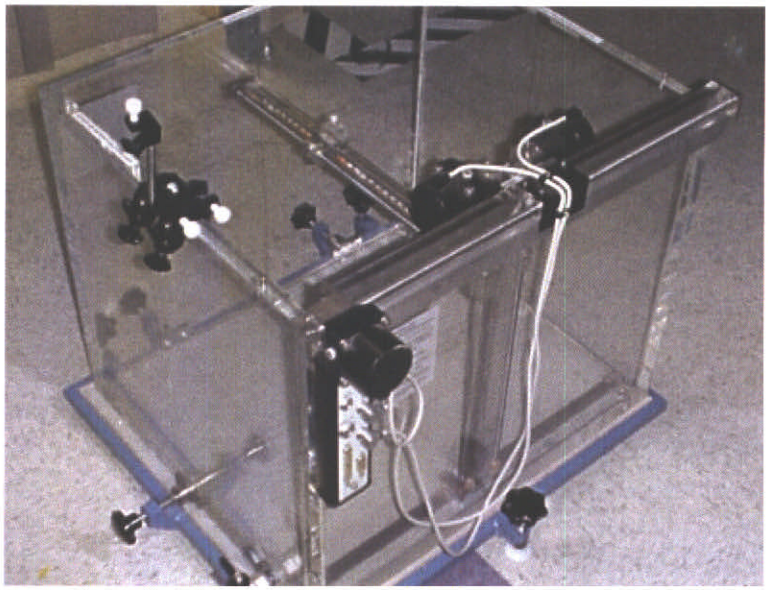

**Figure 3-1 Floor Setup**
1. Water tank should be placed on the floor (*Figure 3-1 Floor Setup, page 4*). If on a cart no more than 20 cm from the floor.